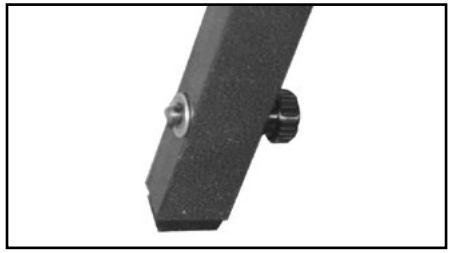

FIGURE 6
6. Tighten thumb screw to secure legs (Fig 6).